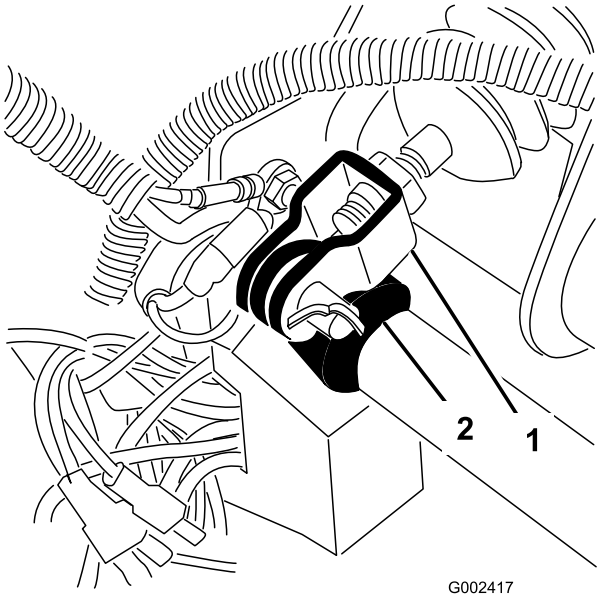

Figura 64
1. Rimuovete la coppiglia e il perno che fissano la forcella del cilindro principale al perno del pedale del freno (Figura 64).